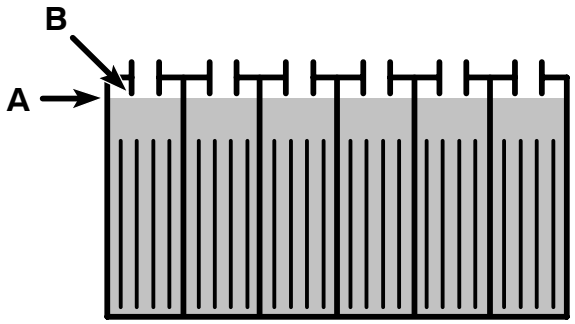

FIG. 24
7. Après le chargement, vérifiez à nouveau le niveau d'électrolyte (A). Le niveau doit se trouver environ à 1 cm (3/8") du bord inférieur de l'orifice de remplissage (B) (Figure 24). Ajoutez de l'eau distillée si nécessaire. NE REMPLISSEZ PAS TROP.